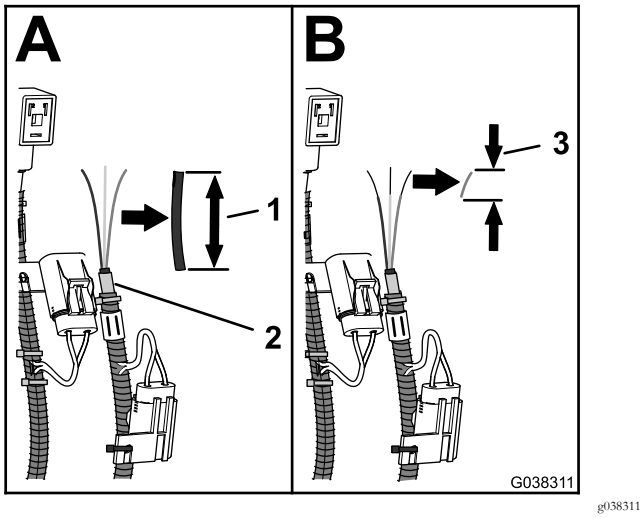

Figura 33
6. Retire uma secção de 70 mm do revestimento da cablagem do conector DIN (Figura 33).
7. Retire 8 mm do isolamento dos 3 fios da cablagem do conector DIN (Figura 33).